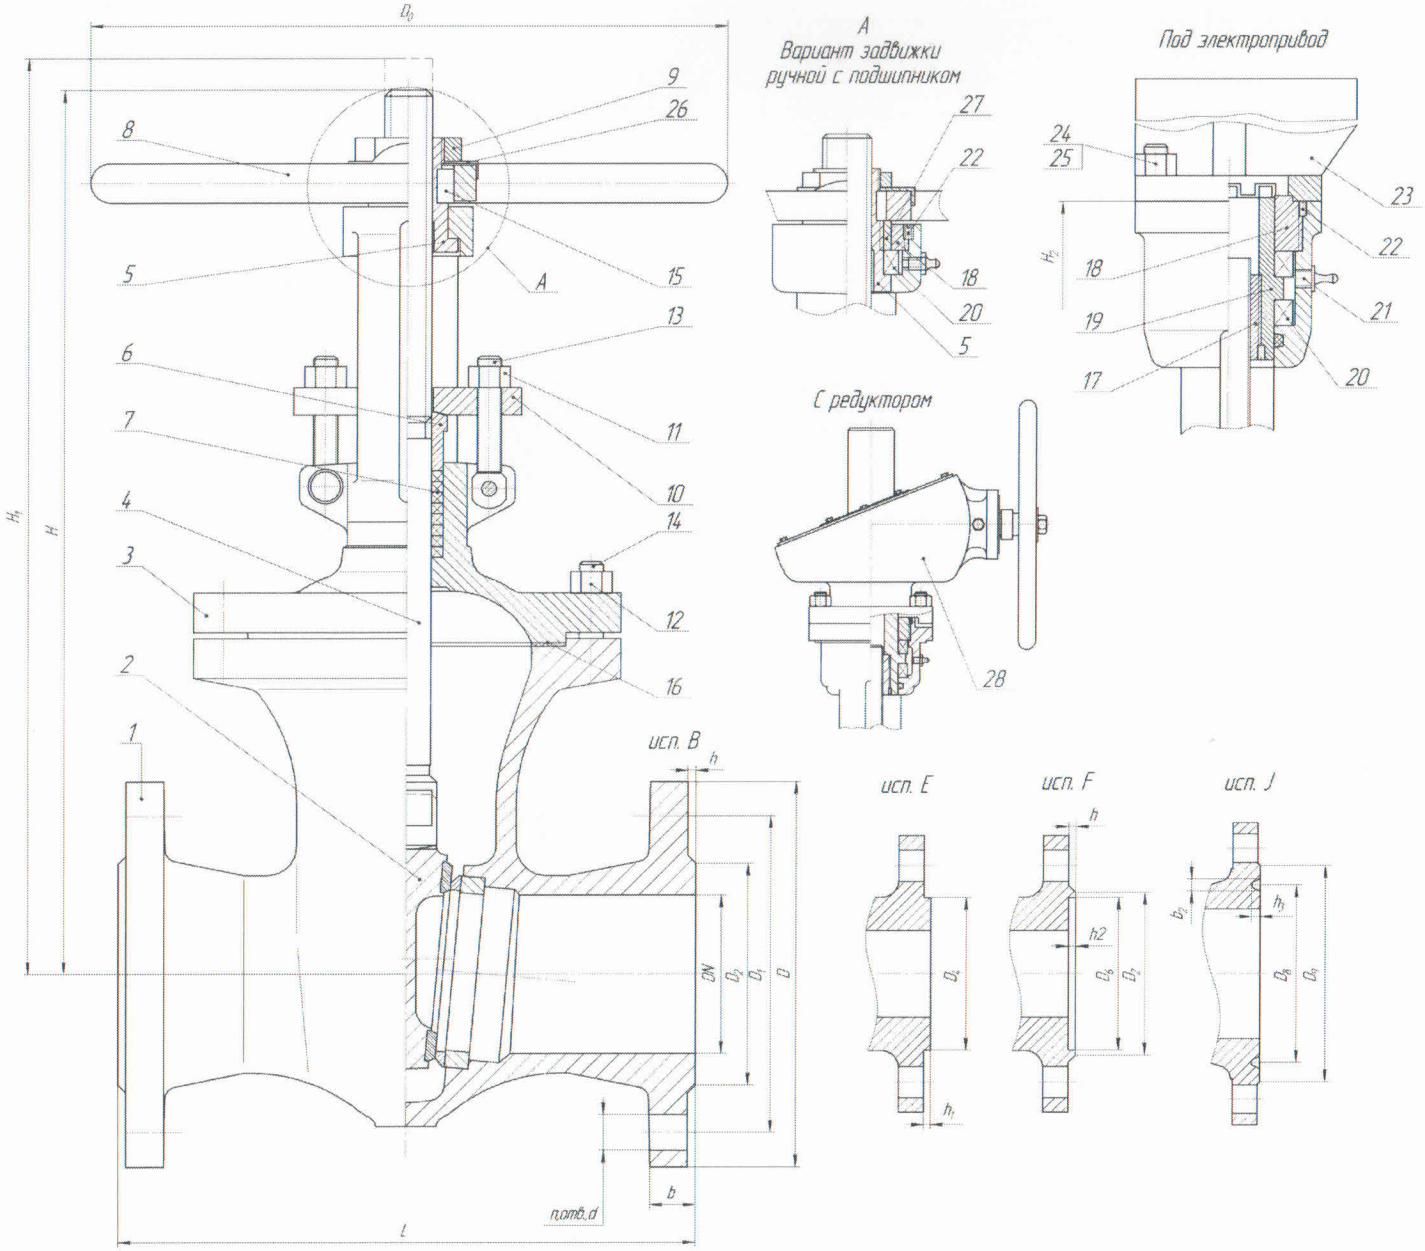

Рис.1 Задвижка клиновая
2.5.2 Полную разборку задвижек с ручным управлением (Рис.1.) производить в следующем порядке:
2.5.4 Полную разборку задвижек с управлением электроприводом (Рис.1) производить в следующей последовательности: